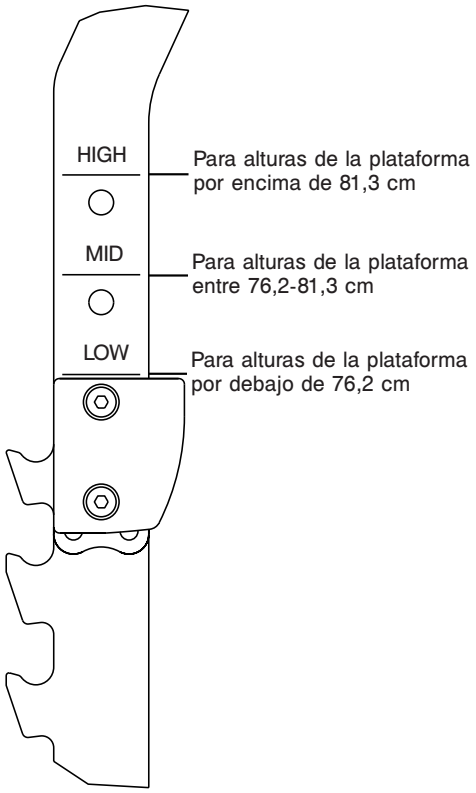

Figura 12
3. Seleccione HIGH (alta), MID (media) o LOW (baja), dependiendo de los requisitos de altura de carga de la camilla (véase la figura 12). Por ejemplo: